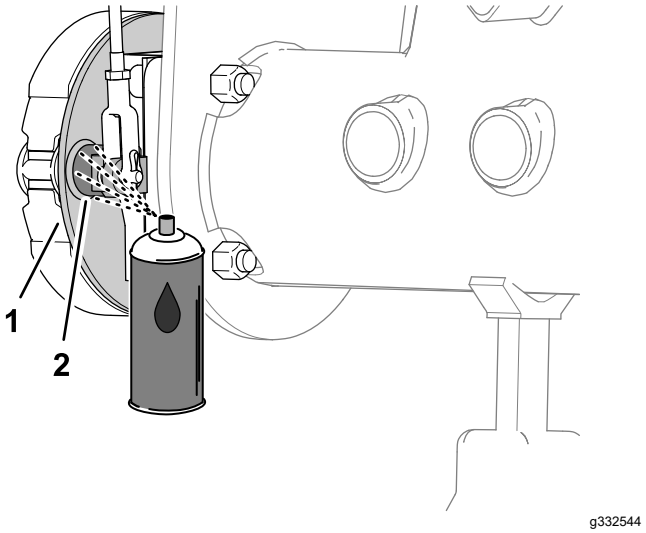
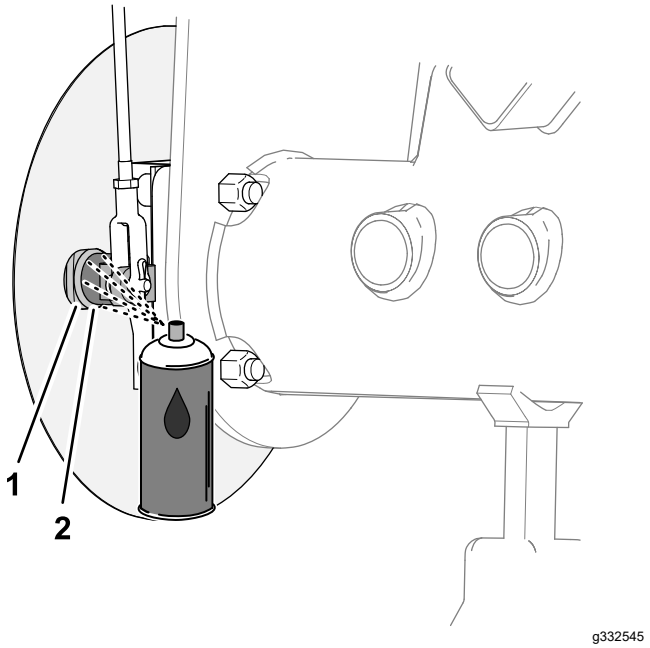

Figur 65
Figur 66
1. På indersiden af bremsens bagplade (maskiner uden fælggræsafskærmningen (ekstraudstyr)) eller hjulskærmen (maskiner med fælggræsafskærmningen (ekstraudstyr)) skal du påføre olie på området mellem bremseknastakslen og bagpladen (Figur 65 eller Figur 66).